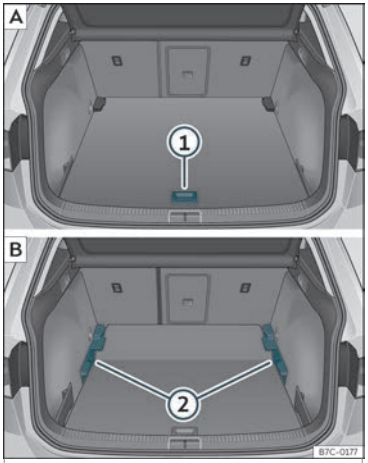

Fig. 109 Piso variable do maleteiro: A posición alta; B posición baixa.
- Para pasar da posición baixa á alta, levante o piso pola asa ››› **fig. 109** ①, puxe cara atrás ata que a parte dianteira do pise supere totalmente os soportes ②.
- Desprace sobre estes o piso cara adiante ata que faga tope no respaldo dos asentos posteriores e, a continuación, baixe o piso coa asa ①.
- Para pasar da posición alta á baixa, levante o piso pola asa ››› **fig. 109** ①, puxe cara atrás ata que a parte dianteira do piso supere totalmente os soportes ②.
- Deixe caer a parte anterior contra o piso e empúxeo cara adiante ata que faga tope no respaldo dos asentos posteriores baixando ao mesmo tempo o piso coa asa ①.
- Co piso variable en posición alta, levánteo pola asa ››› **fig. 109** ①, puxe dela e empuxe cara ao respaldo dos asentos posteriores ata que se dobre o piso pola liña de bisagra e a parte móbil do piso repouse sobre el.
- Para pasar da posición alta á baixa, levante o piso variable pola asa ››› **fig. 109** ① e puxe cara atrás un pouco.
- Empuxe o piso variable cara aos asentos posteriores coa asa ① facendo un pouco de presión cara abaixo para que a parte móbil do piso estea en liña cos respaldos dos asentos posteriores.